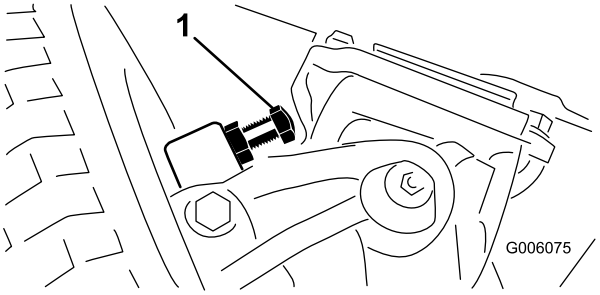

Figur 60
1. Skruva in eller ut bultarna tills ett spel på 2,3 mm erhålls (Figur 60).